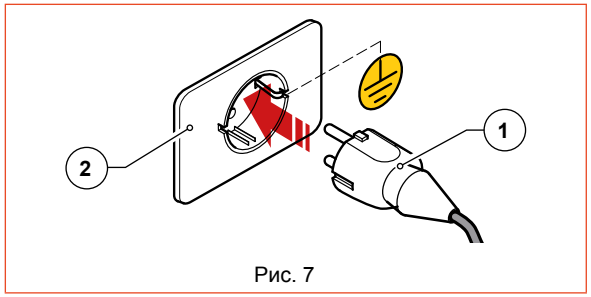

Рис. 7
- Вставьте штекер шнура питания (Рис. 7 Поз. 1) в розетку, предусмотренную в месте использования (Рис. 7 Поз. 2);